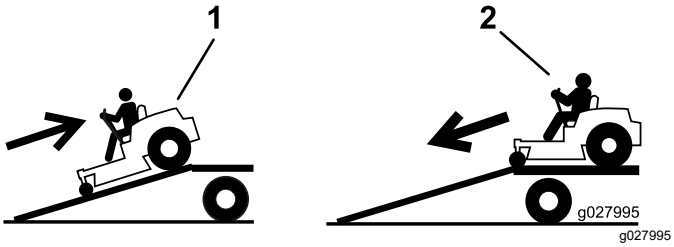

Figura 39
4. Urcai maina pe rampă cu spatele (Figura 39).
2. Coborâi maina de pe rampă cu faa (Figura 39).